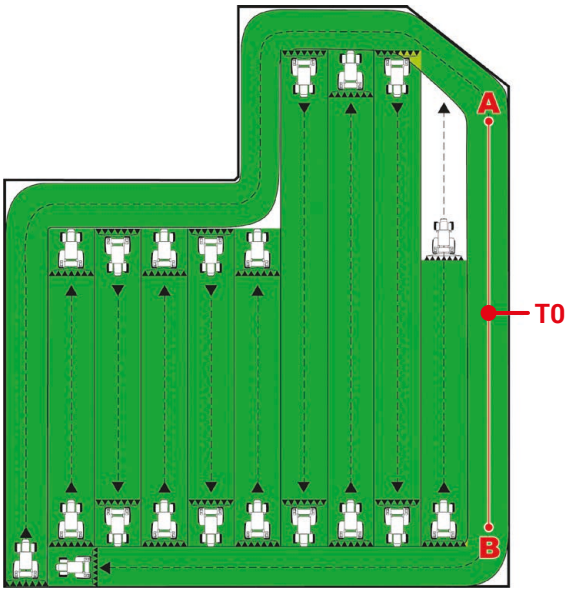

Rys. 268
• Po wytyczeniu prostej A/B (**T0**), całe pole może być obrobione równolegle do niej (Rys. 268), śledząc ścieżki odniesienia, które ukazują się na wyświetlaczu (Rys. 269).